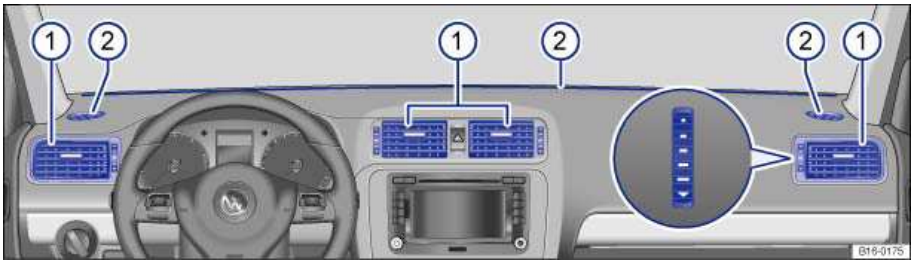

Fig. 129 In the instrument panel: Air vents.
To help ensure sufficient heating, cooling and ventilation in the passenger compartment, never close the air vents completely ⇒fig. 129 (1).